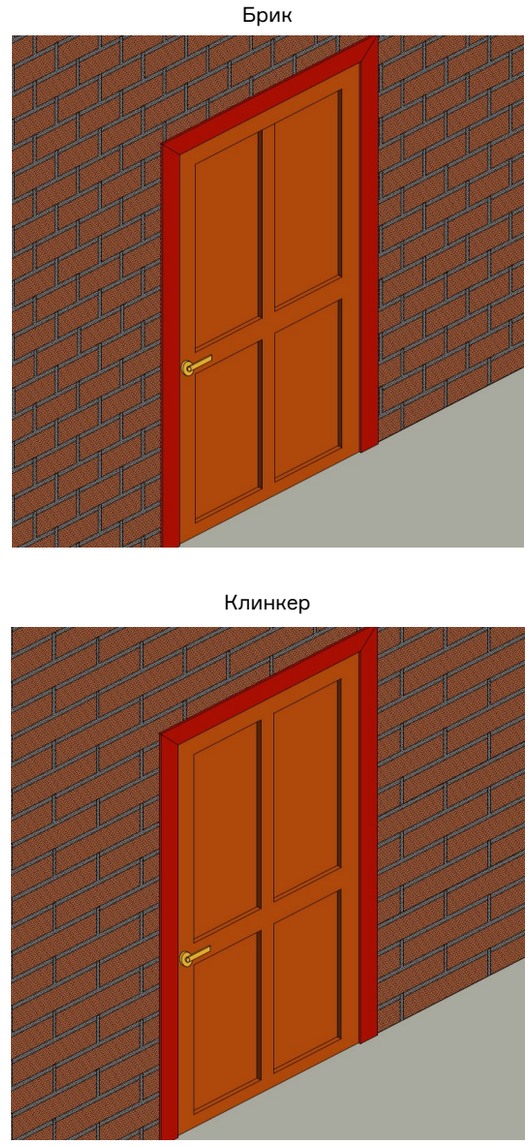

Рис. 36. Обрамление дверного проёма при помощи накладных деревянных или металлических наличников.
8.6.2 Если над дверным проёмом имеются козырёк или навес, то накладные наличники, обрамляющие дверной проём, допускается монтировать поверх фасадной плитки (рис. 36).